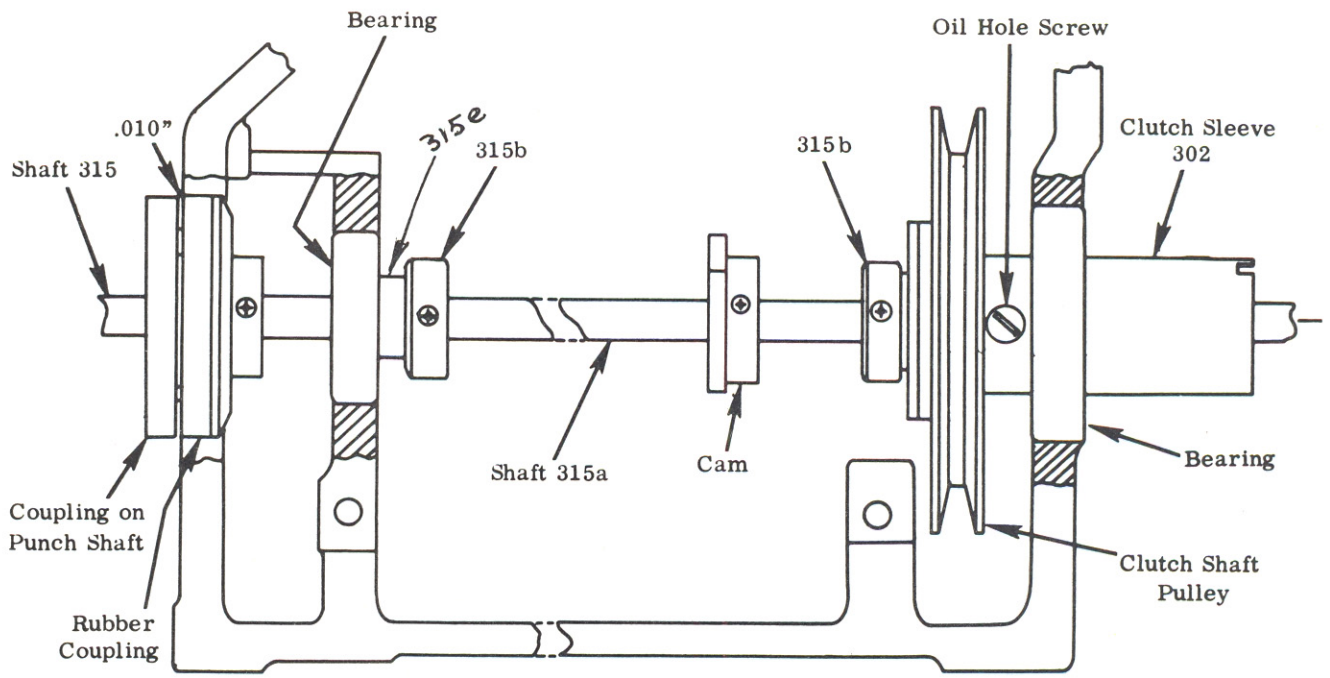

Figure 26 - Main Drive Shaft Adjustment
2. Loosen the clutch shaft collar (315b) set screws. Also, loosen the drive belt pulley (315c) set screw. (If cams are located on the shaft, loosen the cam set screws.) Remove the drive belt (315d) from the clutch pulley. (See Figure 26)
2. Mount the tape punch to the casting. Slide the shaft so that the rubber coupling engages the pins on the punch coupling. Place a .010" shim stock or gage between the couplings and tighten the collar set screw. (Figure 26).